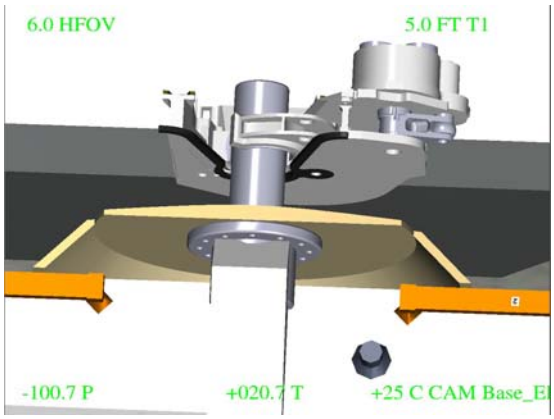

Figure 4. - View of Port Fwd PRLA
Adjust SSRMS Base Elbow Camera pan/tilt/zoom/focus settings until port fwd PRLA is centered in the view (see figure 4).
*  trunnion capture.  Figure 4 shows proper claw position during closure.